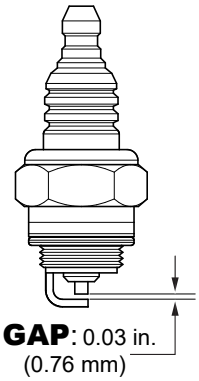

Figure 60. Spark Plug
1. Remove the spark plug (Figure 60) and clean it with a wire brush if it is to be reused. Replace the spark plug if the insulator is cracked or chipped.
2. Using a feeler gauge, adjust the spark plug gap (Figure 60). The gap should measure 0.03 inch (0.76 mm).